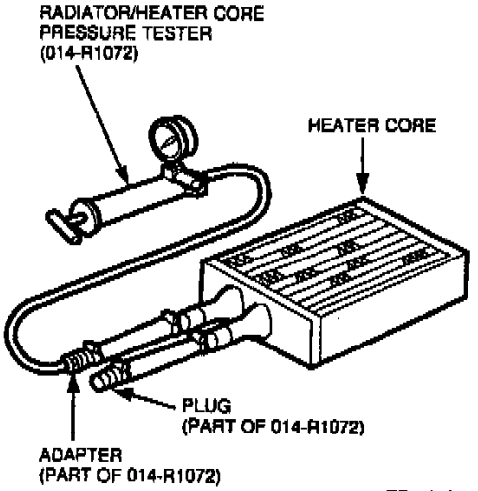

Figure 1 TB-5216-A
3. Attach two (2) pieces of heater hose to the heater core inlet and outlet tubes and clamp (Figure 1).
4. Install Plug (part of 014-R1072) into one (1) heater hose and clamp (Figure 1).
6. Install Adapter (part of 0144-R1072) into other heater hose and clamp (Figure 1).
7. Attach Radiator/Heater Core Pressure Tester (014-R1072) to Adapter (part of 014-R1072) (Figure 1).